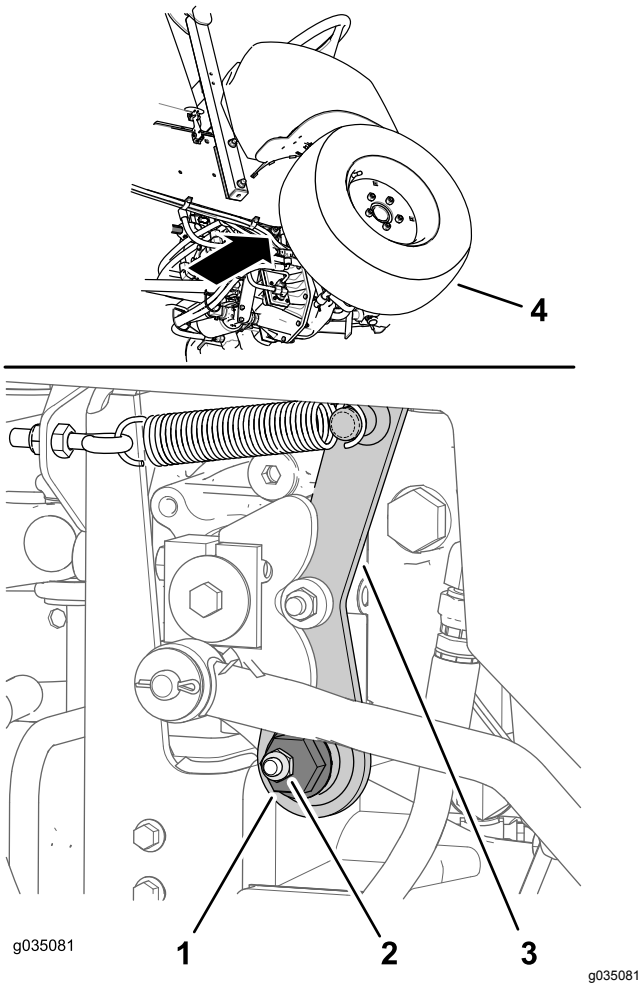

Figuur 68
1. Zoek de zeskantige excentriek, rechts van de hydraulische pomp en onder het bedieningspaneel (Figuur 68).
2. Maak de bevestigingsmoer los tot u de zeskantige excentriek (Figuur 68) kunt bewegen.
4. Draai de zeskantige excentriek linksom totdat het voorwiel naar voren begint te draaien, draai de excentrische zeskant dan rechtsom totdat het voorwiel naar achteren begint te draaien (Figuur 68).